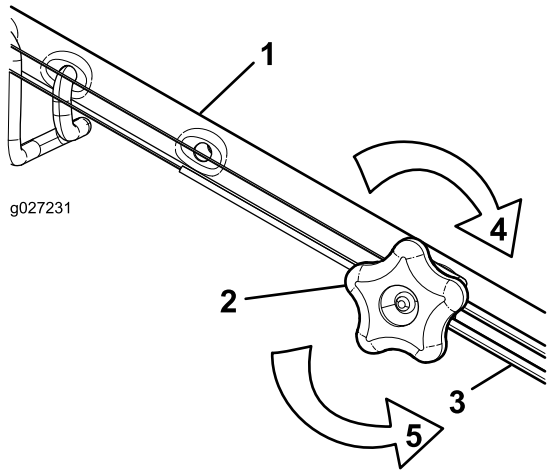

Figure 23
1. Tournez le bouton de réglage dans le sens antihoraire pour desserrer le réglage du câble (Figure 23).
2. Ajustez la tension du câble (Figure 23) en le tirant en arrière ou en le poussant en avant puis en le maintenant à cette position.